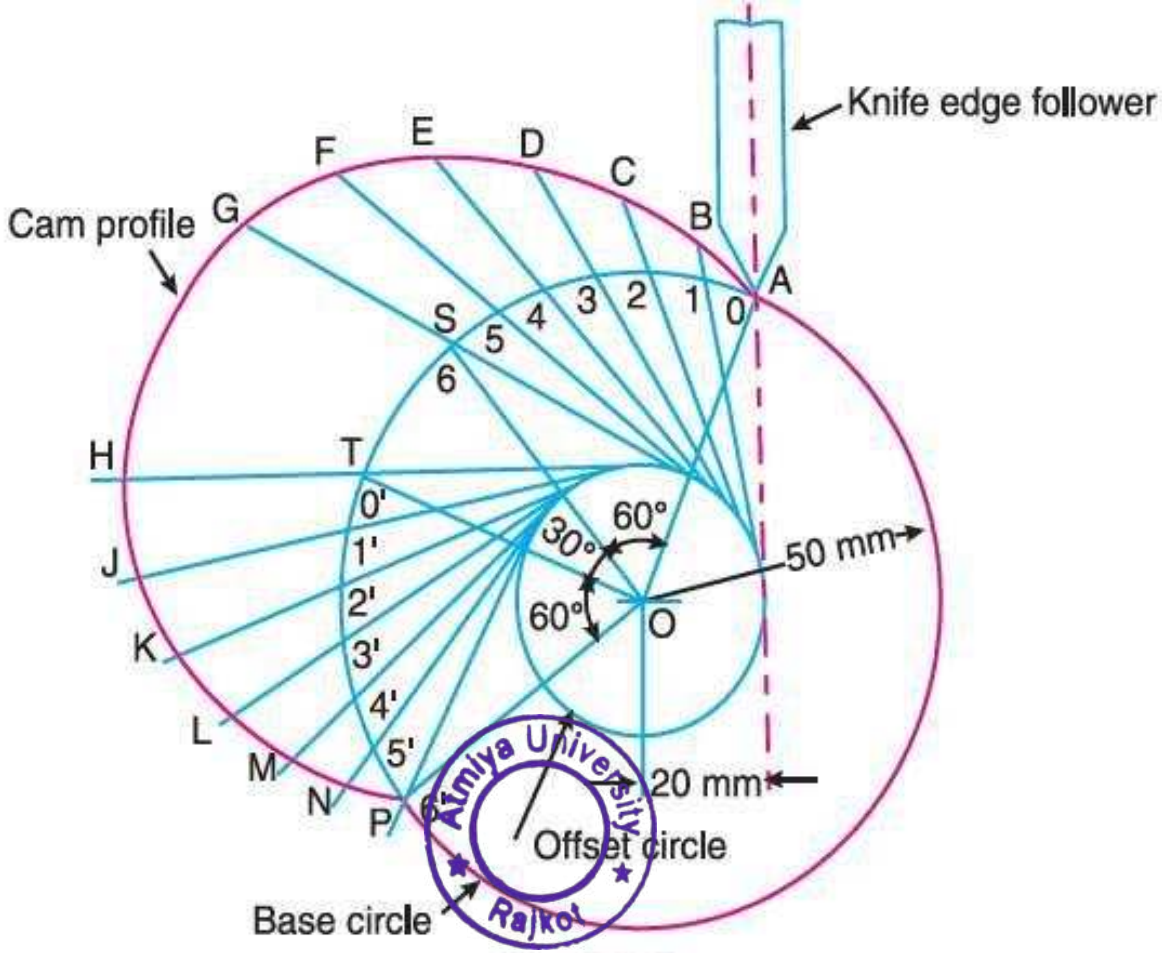

Fig. 20.12
The profile of the cam when the axis of the follower is offset from the axis of the cam shaft, as shown in Fig. 20.12, is drawn as discussed in the following steps:
6. Now from the points 1, 2, 3 ... etc. and $0', 1', 2', 3'$ ... etc. on the base circle, draw tangents to the offset circle and produce these tangents beyond the base circle as shown in Fig. 20.12.